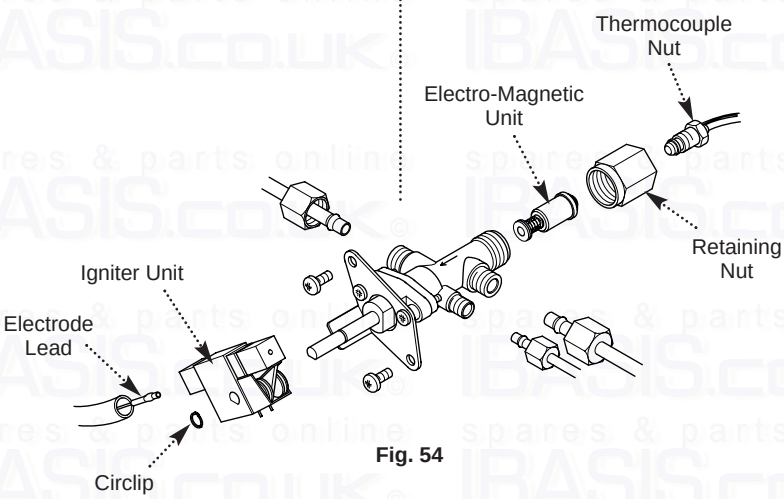

Fig. 54
9.5 Igniter Unit (Fig. 54)
9.6 Electro-Magnetic Unit (Fig. 54)